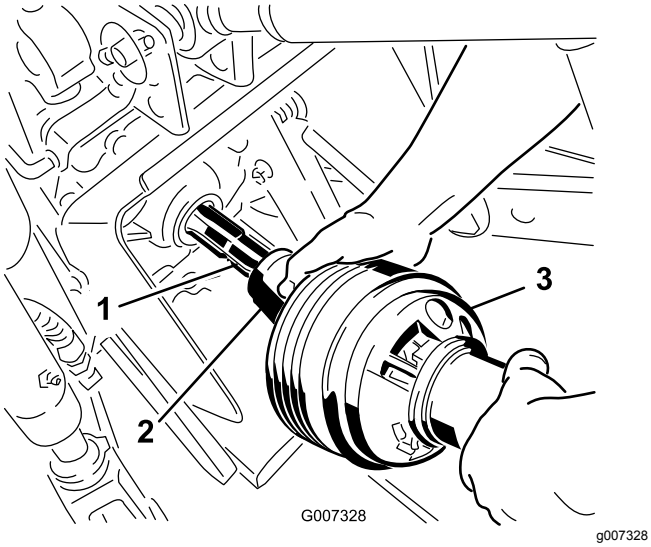

Rysunek 24
3. Podłącz wałek sprzęgający do wału odbioru mocy traktora (Rysunek 24).